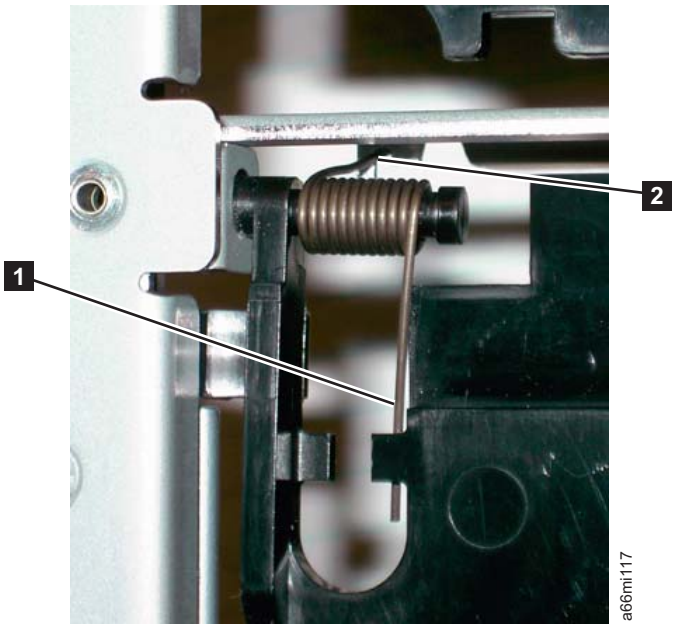

Figure 7-41. I/O Safety Flap Front Spring Wire
2. Unhook the front spring wire (1 in Figure 7-41) from the tab on the I/O flap.
3. Unhook the rear spring wire (2 in Figure 7-41) from the notch in the frame.